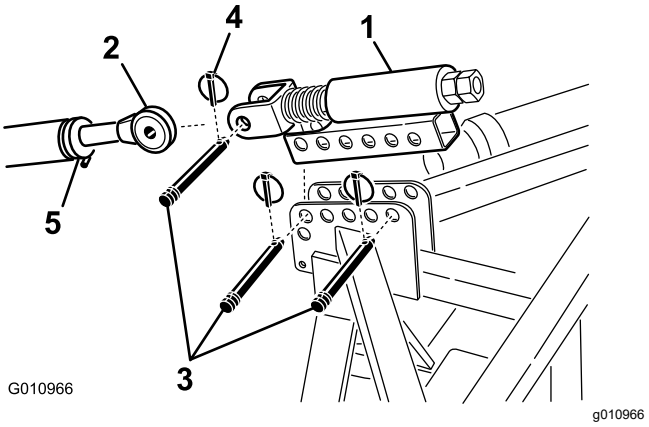

Figura 9
1. Montate l'attacco superiore a molla sulla staffa dell'arieggiatore con due perni d'attacco e due coppiglie ad anello (Figura 9)
2. Allentate il dado di bloccaggio sull'attacco superiore della motrice. Regolate la lunghezza dell'attacco superiore sino ad allinearla con la forcella dell'attacco superiore a molla dell'arieggiatore (Figura 9).
3. Inserite l'attacco superiore della motrice nella forcella dell'attacco superiore a molla e fissate i due elementi con un perno d'attacco e una coppiglia ad anello (Figura 9).
6. Ruotate l'attacco superiore fino a quando la molla non si comprime di circa 13 mm (Figura 9).